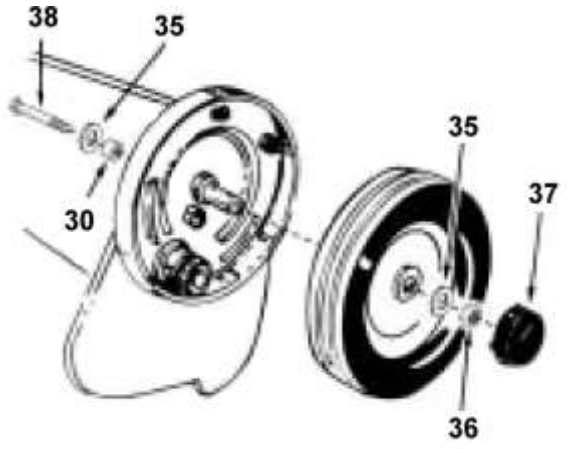

Abbildung 23
- Montieren Sie die Räder, Scheiben, Ringe und die Radkappe (siehe Abbildung 23).